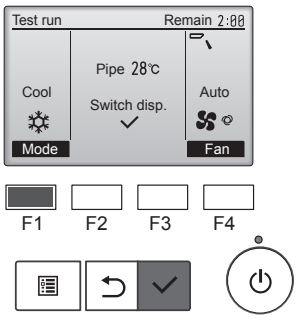

Fig. 7-3
① Tryck på [F1] när du vill växla funktionsläge. (Fig. 7-3)